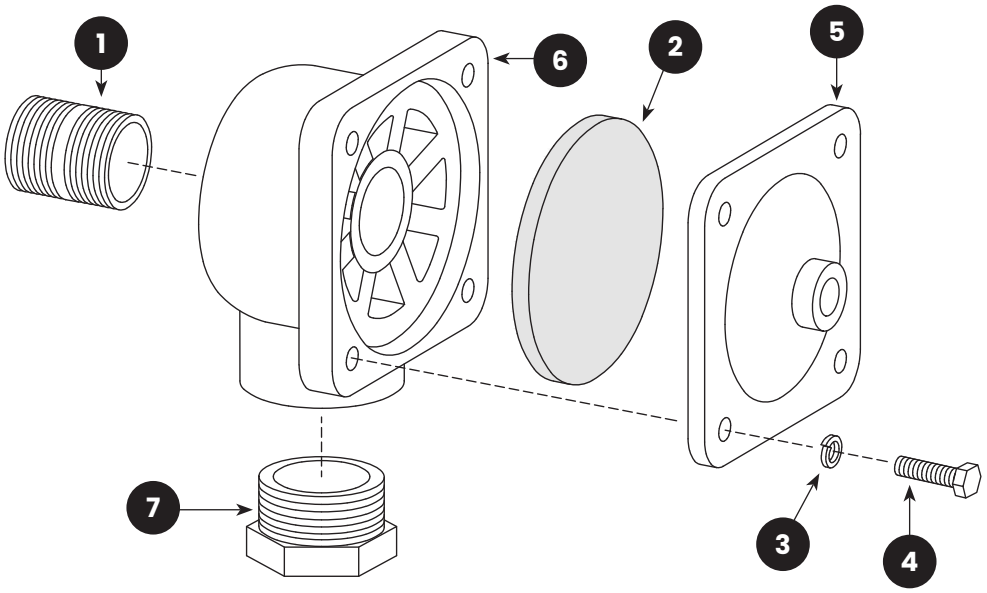

FIGURE 17
9.2 | 1” Diaphragm Outlet Valve – Figure 17